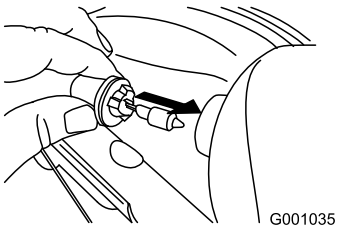

Figur 64
4. Sätt i en ny lampa på strålkastarens baksida (Figur 64).